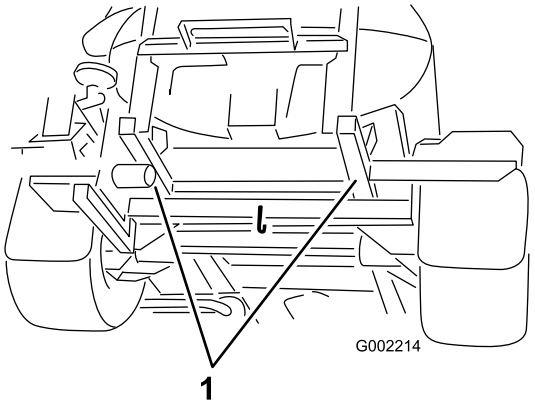

Figur 27
2. Fastgør et slæbetov på stellet. Se forreste og bageste trækpunkter i Figur 26og Figur 27.